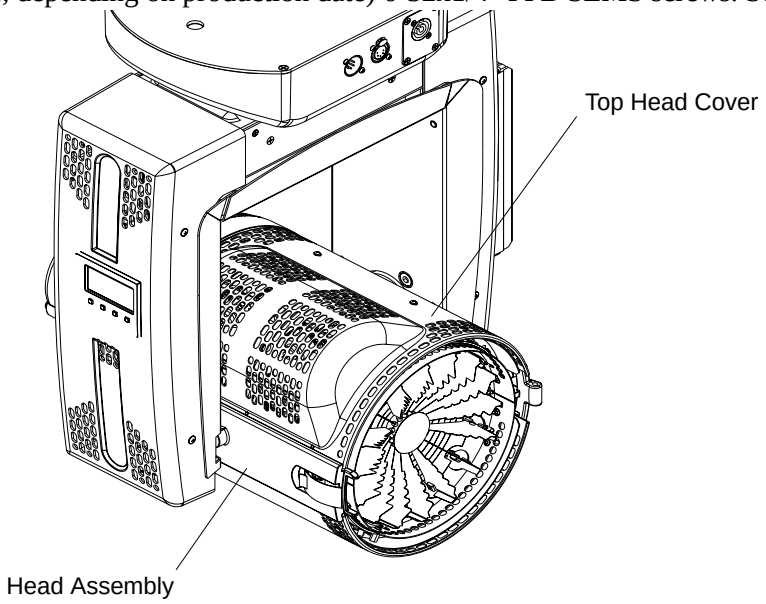

Figure A-4: VL550CD Luminaire Head Cover
a. At luminaire head, remove top head cover (as indicated in Figure A-4) by removing two (or four, depending on production date) 6-32x1/4" PPB SEMS screws. Set aside.